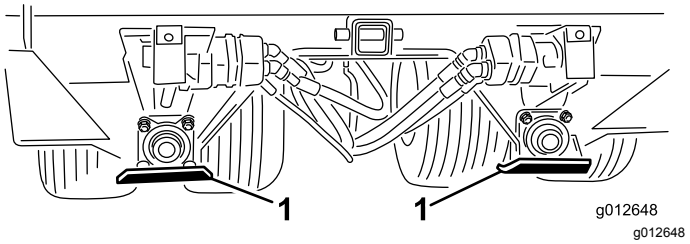

Figur 8
1. Placer glideren som vist i Figur 8.